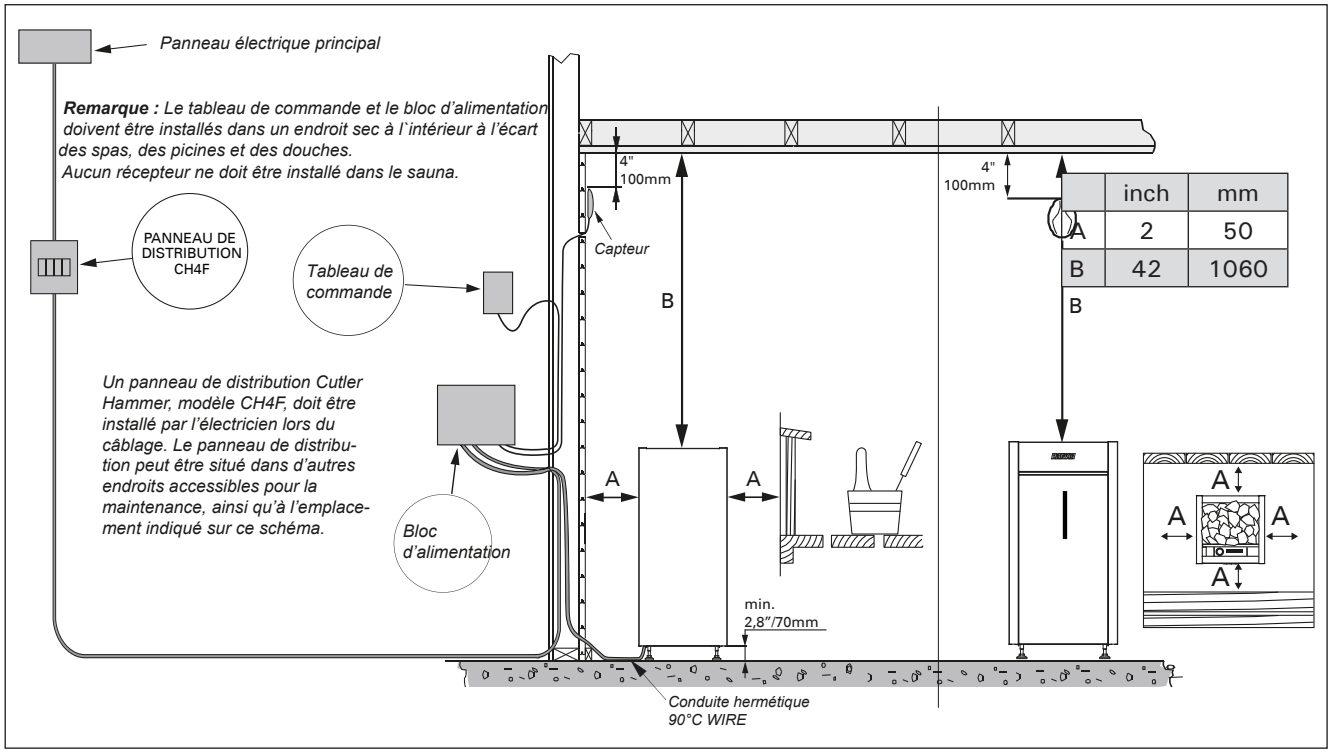

Figure 6. Commande du sauna / Distance de sécurité minimum / Installation du capteur
- Installez le capteur (WX248), fourni avec le poêle comme indiqué dans figure 6.